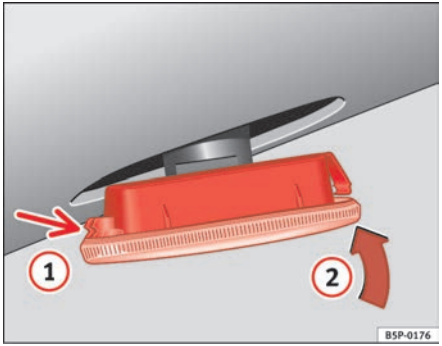

Fig. 147 Side indicators
– First fit the indicator in the opening in the chassis, fastening the tabs (1) ⇒ page 217, fig. 147, and then fit in the lamp as shown by the arrow (2) ⇒ page 217, fig. 147. ■